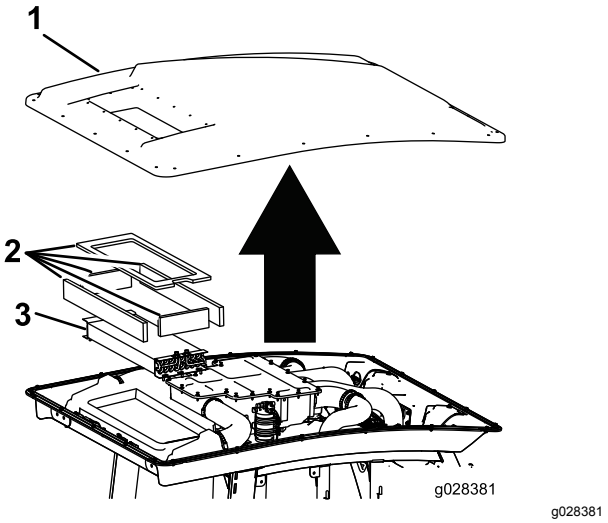

Figur 115
3. Afmonter førerhusets tag ved at afmontere de 22 bolte, der fastgør taget (Figur 115).
4. Afmonter luftfiltrene (Figur 115).
5. Afmonter og rengør airconditionanlæggets kølespiraler (Figur 115).